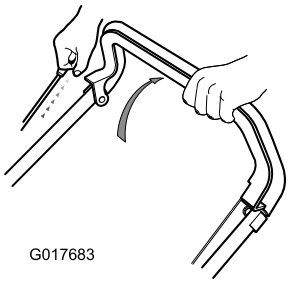

Bild 12
1. Halten Sie den Motorstoppgriff gegen den Bügel (Bild 12).
2. Ziehen Sie am Rücklaufstartergriff (Bild 12).